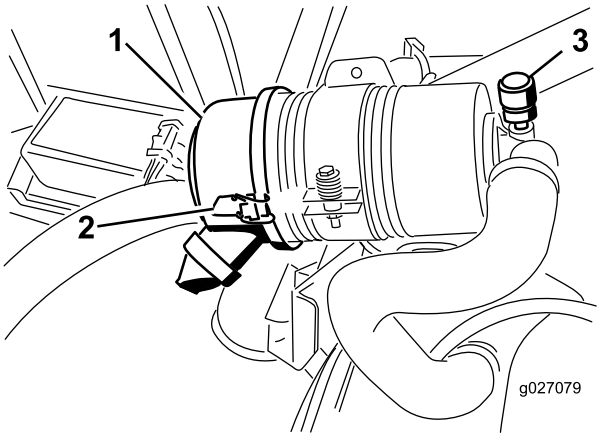

Figuur 51
Geef het luchtfilter uitsluitend een onderhoudsbeurt als de onderhoudsindicator (Figuur 51) dit aangeeft. Als u het luchtfilter vervangt voordat dit nodig is, wordt alleen maar de kans vergroot dat er vuil in de motor komt als het filter wordt verwijderd.
1. Maak de sluitingen los waarmee het deksel van het luchtfilter is bevestigd aan de luchtfilterbehuizing (Figuur 51).